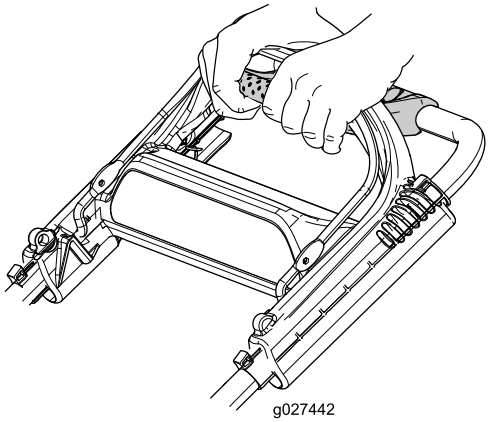

Figur 21
1. Strekk fingrene fremover og ta tak i hjørnene på trekkrafthåndtaket (Figur 21).